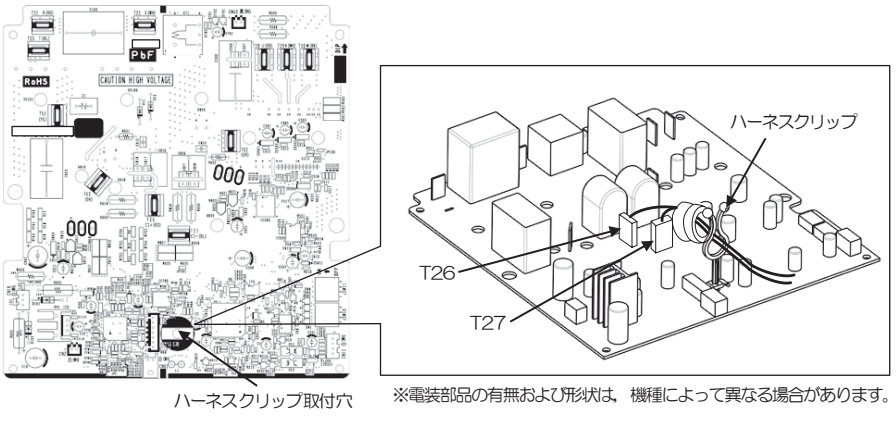

図4．ハーネス固定図
⑤ インバータ基板を放熱フィンごとコントローラから取外し，新しいインバータ基板と交換してください。交換の際に，ハーネスが放熱フィンなどに噛み込まない様注意してください。
⑥ 放熱フィンをねじで締めてコントローラと固定してください。その後，コネクタおよびファストン端子を元通り接続してください。（コネクタ接続後に**半挿しが無い様**確認してください。）
⑦ 付属のハーネスバンドを元の位置に取付け（3か所），ハーネスをバンドで元通り固定してください。
⑧ 付属のハーネスクリップを図4に従ってインバータ基板に取付け，ハーネスを固定してください。